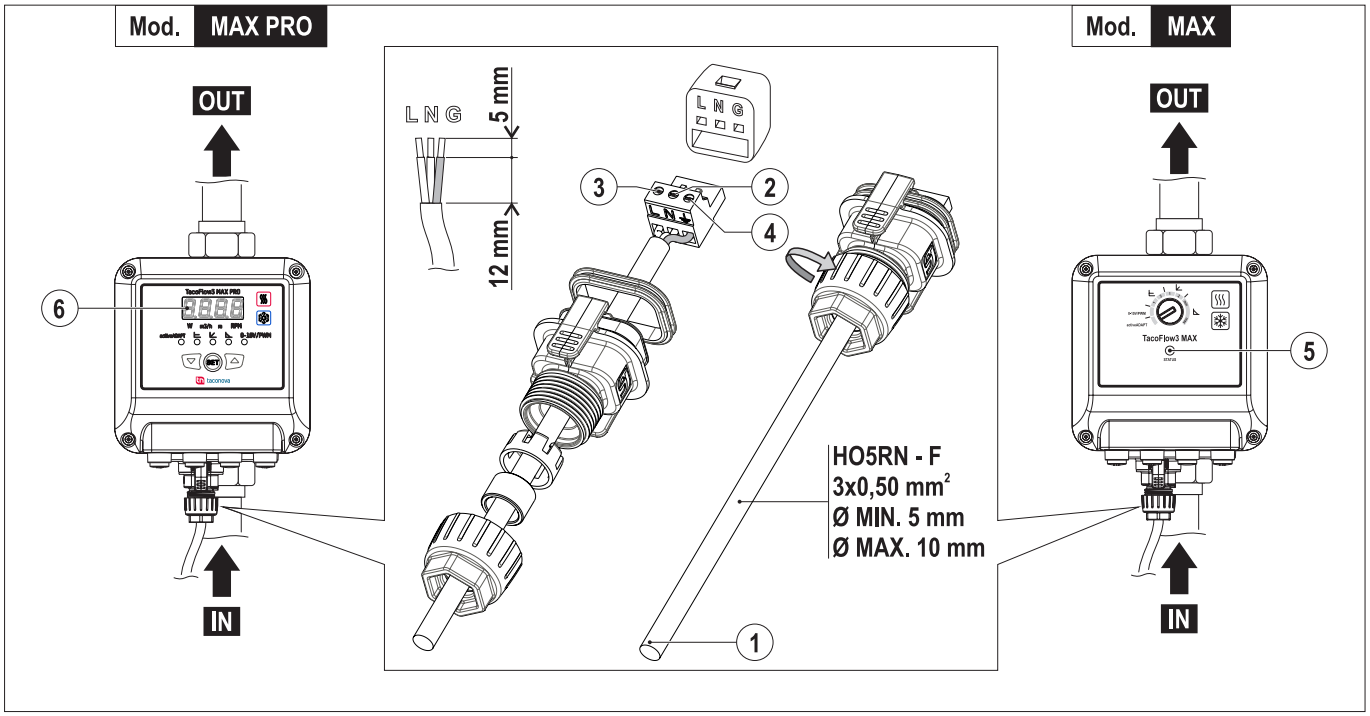

FIG. 10 *(Raccordement à la source d'énergie électrique)*
IL EST OBLIGATOIRE D'UTILISER UN CÂBLE ADAPTÉ AUX CARACTÉRISTIQUES ÉLECTRIQUES NÉCESSAIRES **(FIG. 10 - RÉF. 1)**.
1) Utiliser un câble **(FIG. 10 - Réf. 1)** doté des caractéristiques reportées sur la **FIG. 10**
2) Raccorder le fil bleu (neutre) à la borne N **(FIG. 10 - Réf. 2)**
3) Raccorder le fil noir ou marron (phase) à la borne L **(FIG. 10 - Réf. 3)**
4) Raccorder le fil jaune-vert (terre) à la borne G **(FIG. 10 - Réf. 4)**
9) Mettre le circulateur sous tension et vérifier le raccordement en constatant l'allumage de la LED **(FIG. 10 - Réf. 5)** sur le **mod. MAX** et l'allumage de l'écran **(FIG. 10 - Réf. 6)** sur le **mod. MAX PRO**